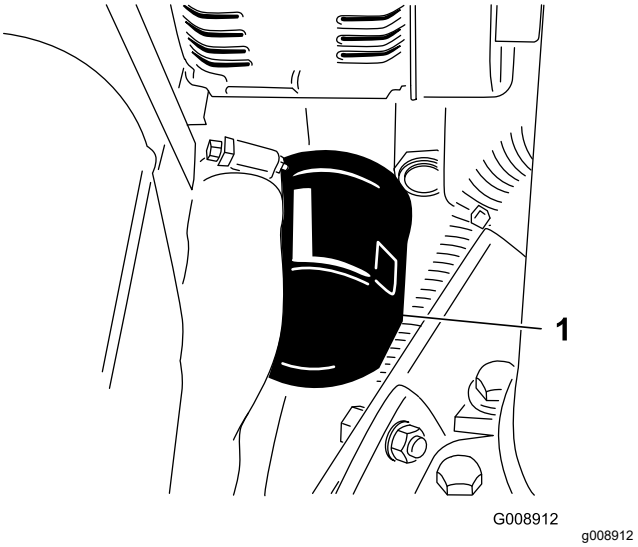

**Figur 62**
2. Ta av oljefilteret (Figur 62).